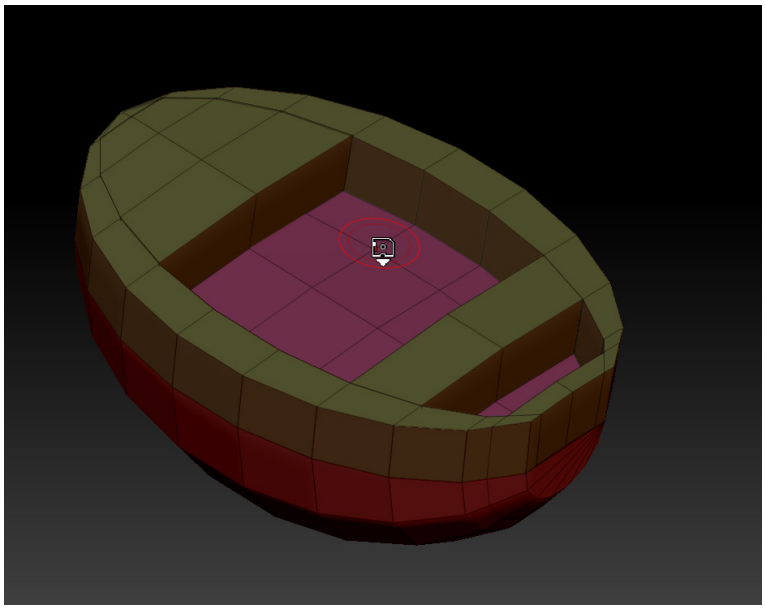
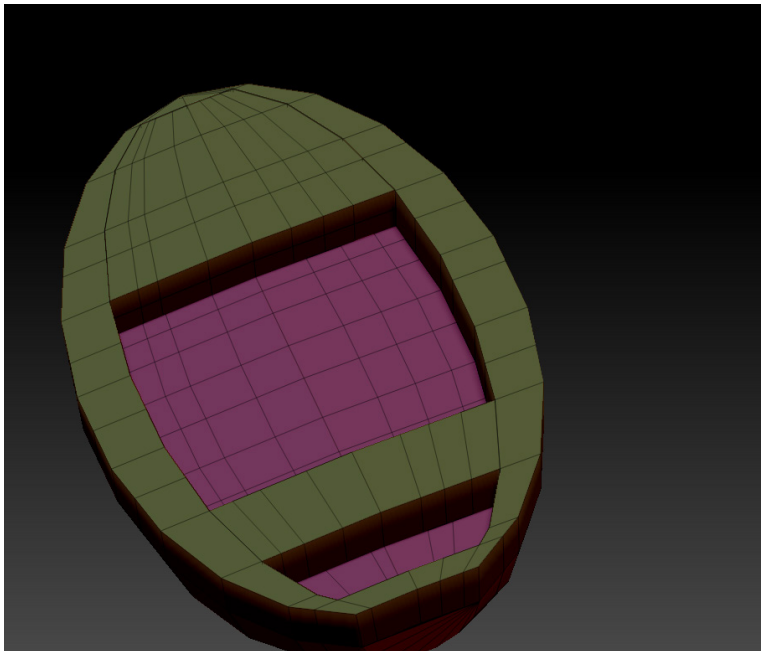

Figure 3-123 *The edge loop added*
Figure 3-124 *The edge loops created*
10. Hover the cursor on the edge and click; the edge loop is added, as shown in Figure 3-123. Similarly, add more edges on the boat model, as shown in Figure 3-124.